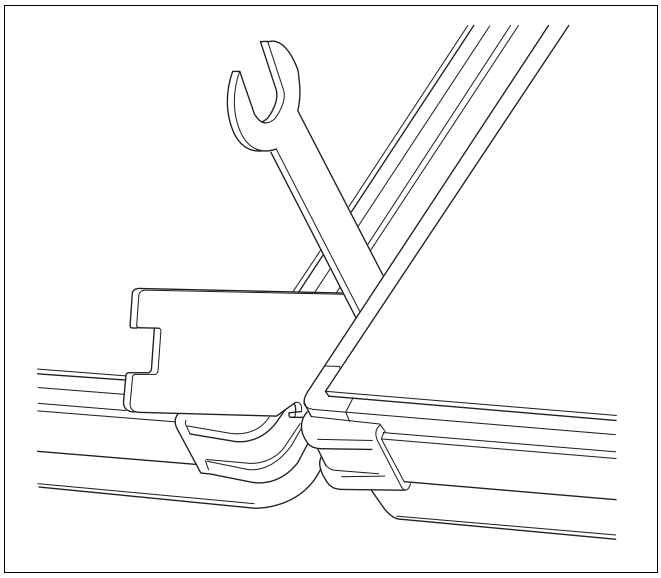

Afb. 57 Verbinding tussen twee collectoren maken
- Draai de schroefkoppeling met behulp van een montagesleutel SW 27 (afb. 57) handvast aan. Houd tegelijkertijd met een steeksleutel SW 17 tegen. Het draaimoment zou 40–50 Nm moeten bedragen.